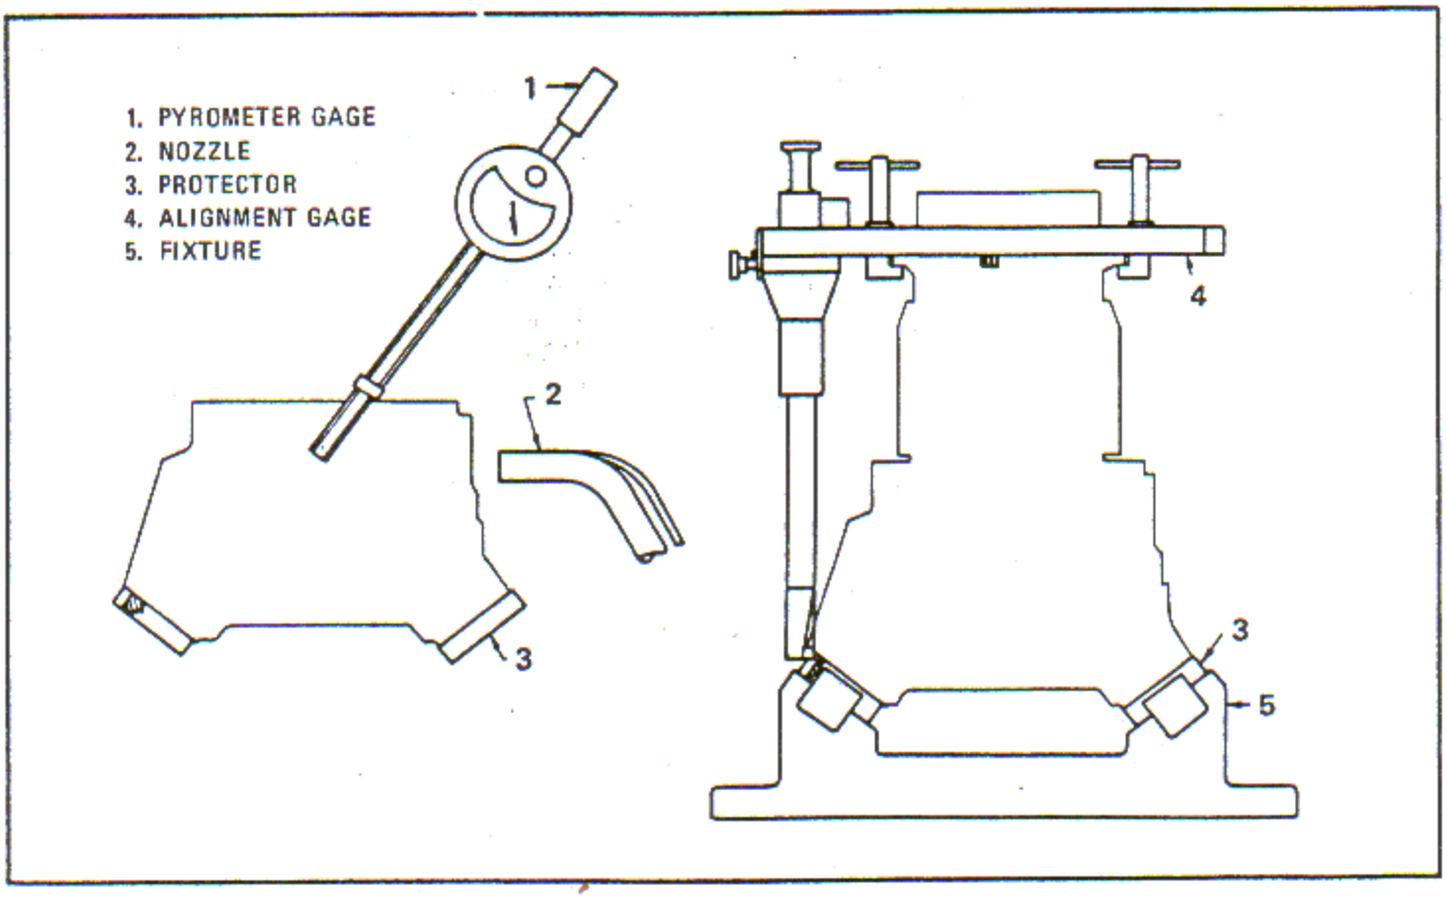

Figure 6-128. Assembling Cylinder Head and Barrel
a. Attach protectors (3, figure 6-128) to the cylinder head using the engine rocker box cover nuts.
d. Assemble the target aligning gage (4, figure 6-128) to the cylinder barrel. Match the stamped S mark on the gage with stamped S mark on the barrel. Locate the three gage pins in the capscrew holes and clamp in position as shown.
e. Place the cylinder barrel assembly, with the assembled alignment gage (4), into a suitable pan approximately 10 x 10 x 3 inches containing a sufficient quantity of dry ice and alcohol to cover the threads. Allow cylinder barrel to chill while cylinder head is being heated.
f. Place the heated cylinder head into holding fixture (5), as shown, with the rocker boxes down and the intake and exhaust ports facing away from the operator.
g. Remove the cylinder barrel, with the gage (1) attached, from the alcohol and dry ice. Place the barrel in position over the cylinder head with the stamped S marks away from the operator and with the gage targeting arm to the right of the operator.